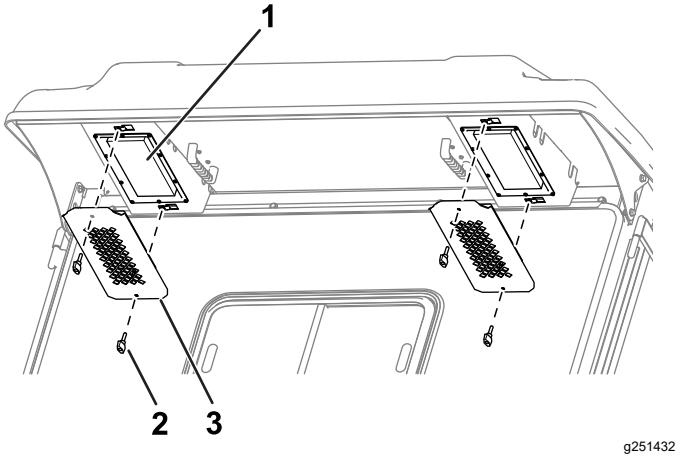

Figuur 87
1. Verwijder de knoppen en roosters van de overhang aan de achterzijde van de cabine (Figuur 87).
4. Gebruik de knoppen en roosters om de filters in de cabine te monteren (Figuur 87).